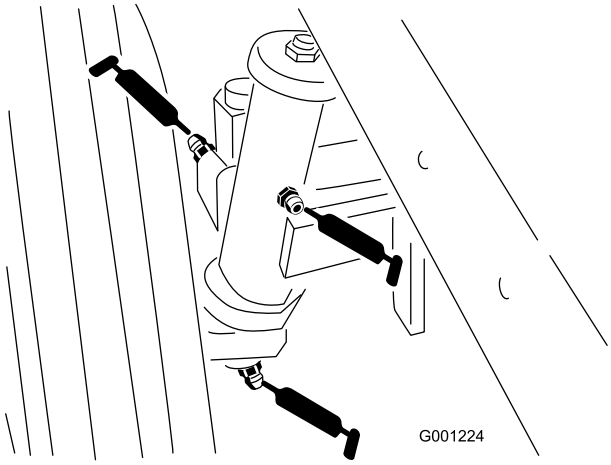

Figur 43
- Baghjulenes spindelbøsninger (Figur 43)